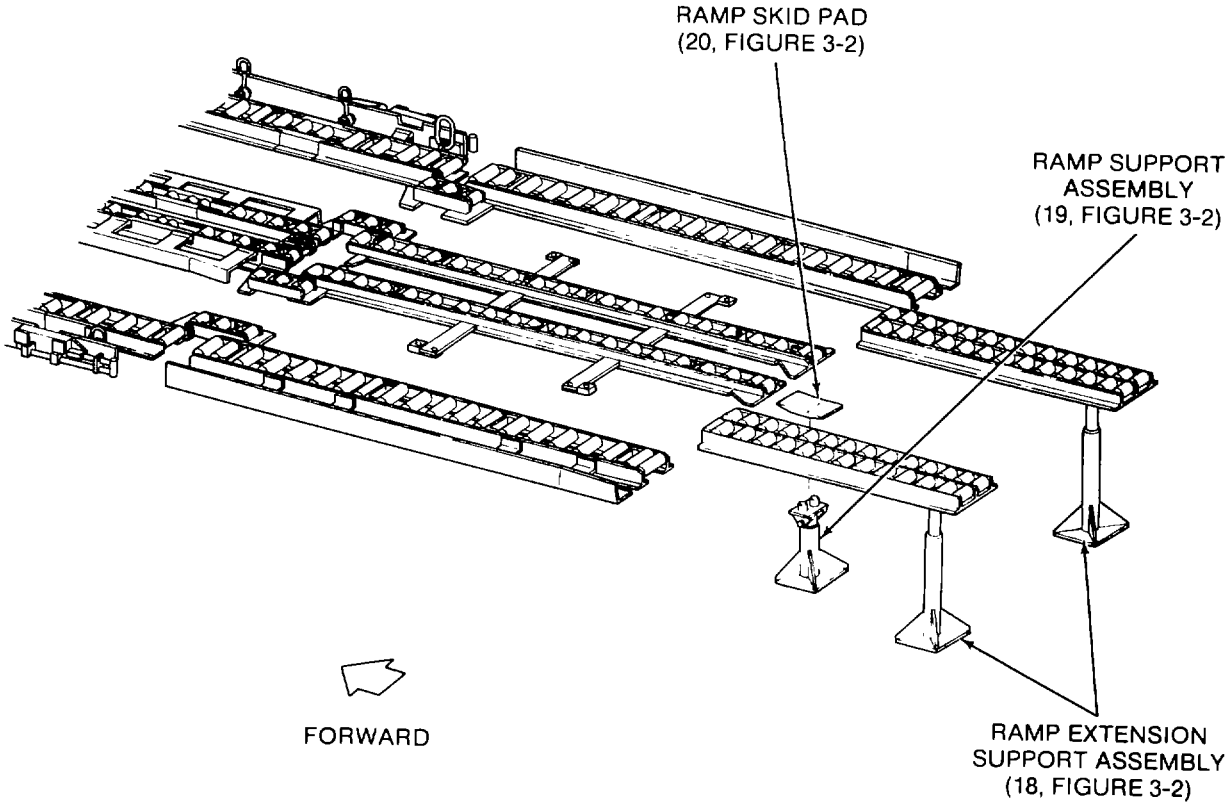

**Figure 2-21. Location of Ramp Support Assemblies**
(1) Refer to Figures 2-21 and 2-22 and position ramp support assembly (19, Figure 3-2) so that index support ramp support weldment (1, Figure 3-15) engages both ramp support holes in ramp skid pad (20, Figure 3-2). Adjust support assembly to the proper height.
(2) Refer to Figures 2-21 and 2-22 and position a ramp extension support assembly (18, Figure 3-2) under each ramp extension roller assembly (15) so that ramp extensions support index support (1, Figure 3-14) is engaged. Ensure that FWD/AFT marking on support assembly is oriented parallel with aircraft centerline.